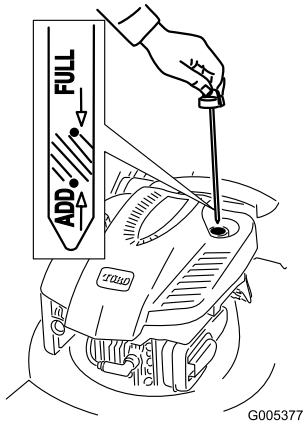

Figuur 11
1. Verwijder de peilstok uit de buis en veeg deze schoon. Schuif daarna de peilstok weer helemaal terug (Figuur 11).
2. Haal de peilstok eruit en controleer het oliepeil (Figuur 11). Als het peil onder de **Bijvullen**-markering op de peilstok staat, giet dan **lanzaam** voldoende olie in de vulbuis totdat het peil de **Vol**-markeringhop de peilstok bereikt. **Niet te vol vullen.** (Maximale vulhoeveelheid: 0,59 l, type: SAE 30W reinigingsolie, met onderhoudsclassificatie SF, SG, SH, SJ, SL van het American Petroleum Institute (API) of hoger.